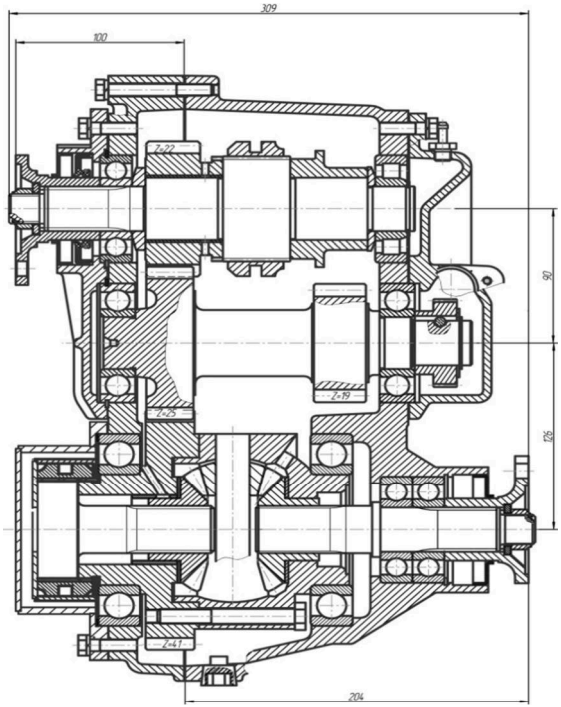

Рис.6.6 Коробка привода заднего ведущего моста
Коробка привода заднего ведущего моста (рис.6.6) – механическая, трёхвальная, без дифференциала, обеспечивает подключение привода заднего ведущего моста. Управление – ручное, с рычагами и тягами.
- раскернить и отвернуть гайки 2 (рис. 6.6) фланцев, снять шайбы 3 и фланцы 4;